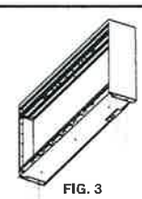

FIG. 3
4. If side covers are installed prior to recessed installation, remove the side covers by removing the screws (FIG. 3 and 4).